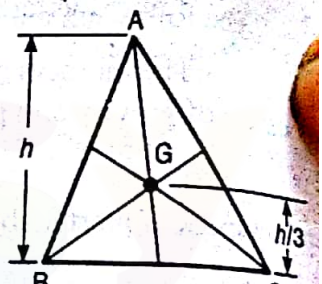

Fig. 1.16
7. The moment of inertia of a triangular section of height h, about an axis passing through its centre of gravity G and parallel to the base BC, as shown in Fig. 1.16, is given by